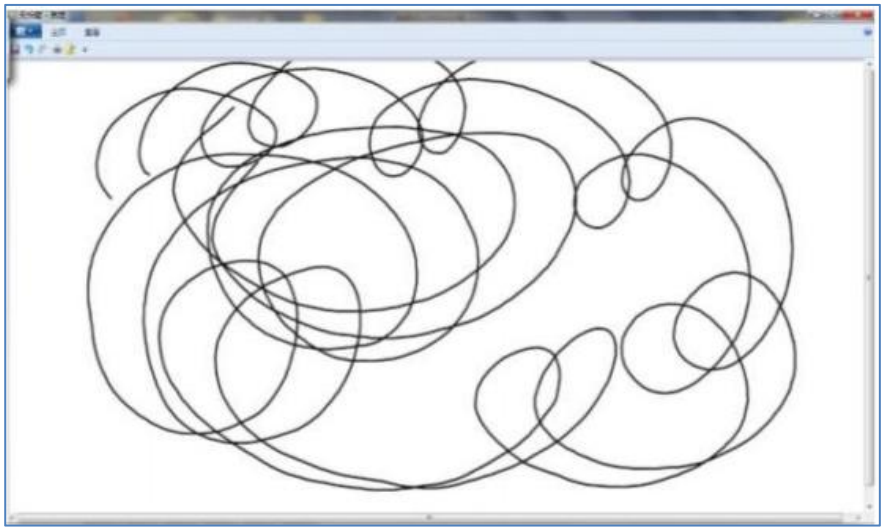

Figure 16 Microsoft Paint
(1) Insert the USB cable on the touch frame into the USB port on the computer tower. Note that the port should be compatible with USB 2.0 or 3.0 standards;
(2) Connect the display device to the computer tower with a VGA/DVI/HDMI cable.
(3) Turn on the computer tower and the display device and ensure that they work properly.
(4) Open **Microsoft Paint**. Move an opaque object in the touch area to see if you can draw lines smoothly on the paint board (see Figure 16 on the next page).
(5) Use the tools provided by the manufacturer to test the touch frame. Please obtain the calibration tool and user manual from the sales specialists and after-sales engineers. Should there be questions and confusion, please inquire of the engineers for further support.